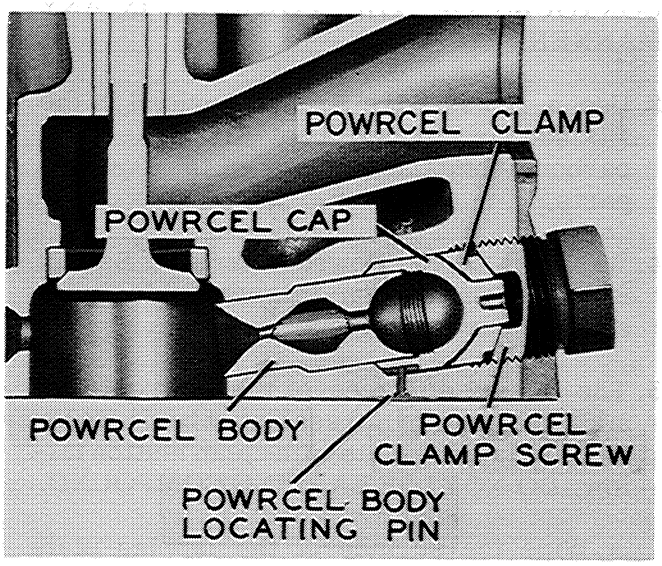

Figure I-47
3. With the Powrcel Body correctly positioned in the cylinder head, install the Powrcel Cap and Clamp Screw, as shown in Figure I-47.